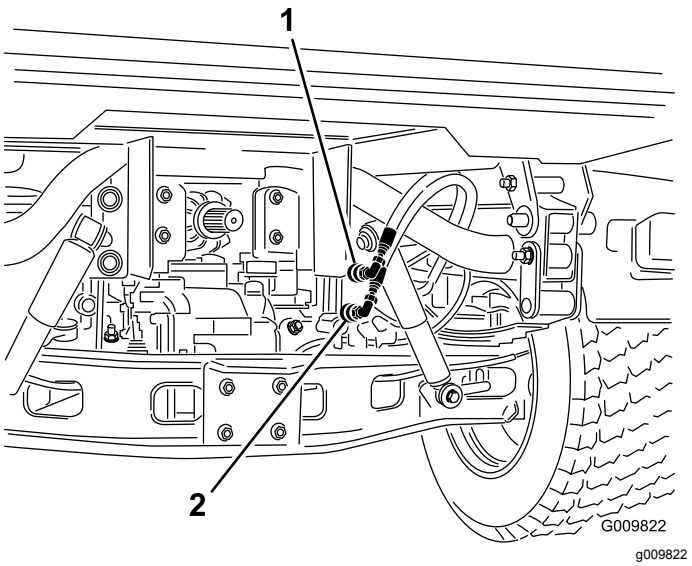

Figur 69
2. Koble de to hurtigkoblingsslangene på begge maskinene fra slangene som er festet til koblingsbraketten (Figur 69).